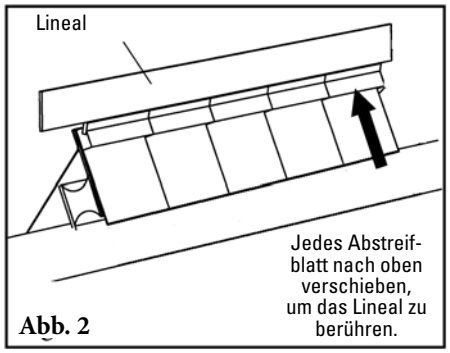

Abb. 2
2. **Die Position der Spannvorrichtung auswählen.** Die Spannvorrichtung wird ab Werk in der Druck-Spannposition ausgeliefert. Je nach den räumlichen Gegebenheiten der Installation kann die Spannvorrichtung optional auch in einer Zug-Spannposition installiert werden. Hierzu die Sicherungsmutter der Gewindestange lösen, die Gewindestange herausschrauben und die Sicherungsschraube des Einstellwinkels entfernen. Dann die Einstellhalterung und die Gewindestange zur Oberseite der Klemmblöcke (Abb. 2) verschieben und die Sicherungsmutter der Gewindestange festziehen.
2. **Die Abstreiferklingen zueinander ausrichten.** Die Klingen zusammendrücken, sodass zwischen diesen ein Spalt von nicht mehr als 0,254 bis 0,381 mm (0,010" bis 0,015") besteht. Das Lineal entlang der oberen Oberfläche der neuen Abstreiferklingen anordnen. Jedes Abstreifblatt zur Ausrichtung mit der Unterseite des Lineals nach oben ziehen und die Muttern festziehen (Abb. 2).